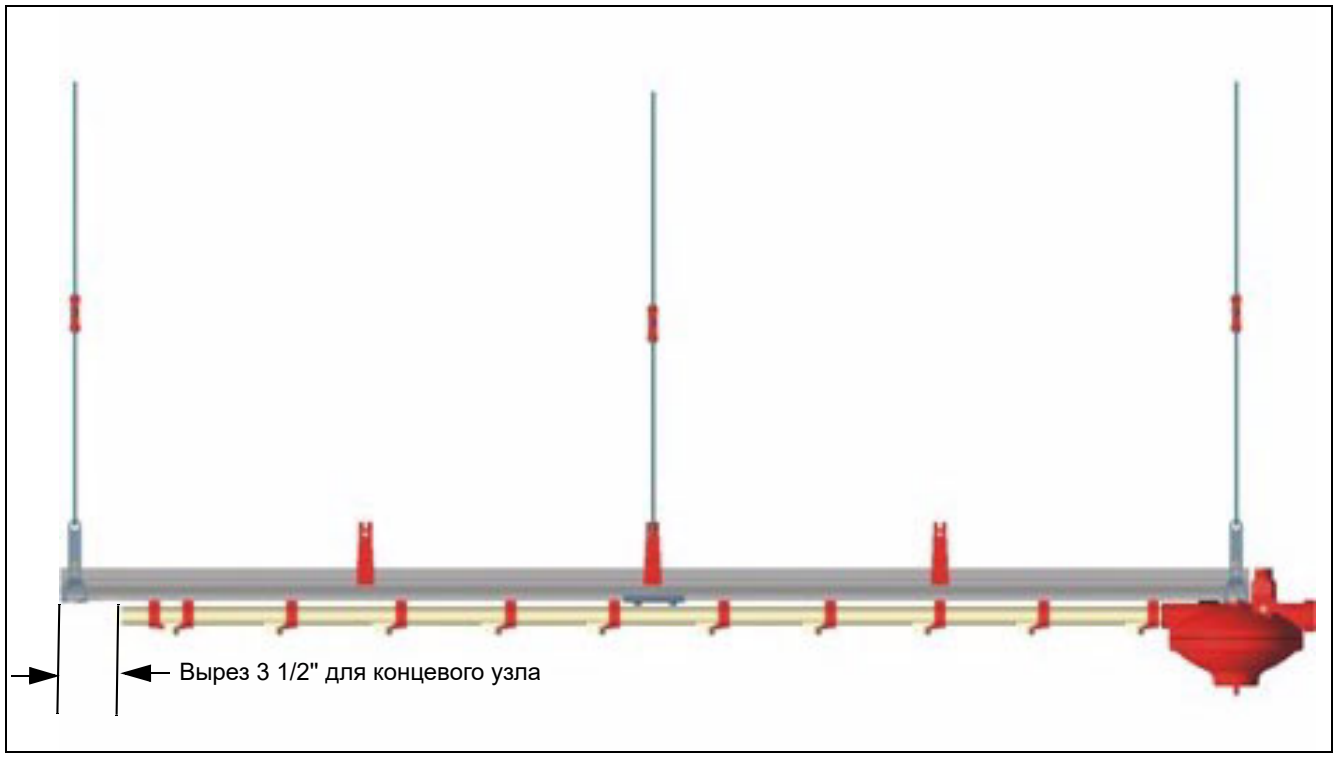

Рисунок 7H
5. Установите конечный отрезок водопроводной трубы, отступите 3 1/2" от алюминиевого рельса и нанесите метку на трубу. Снимите трубу и отрежьте по метке. Вновь установите ее. Это обеспечит пространство для концевого узла. *(См. Рисунок 7H.)*